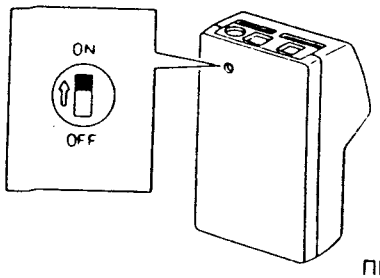

Рис. 8
(1) Включите SW поддержки памяти, находящийся с обратной стороны устройства учета копий 510N (рис. 8).